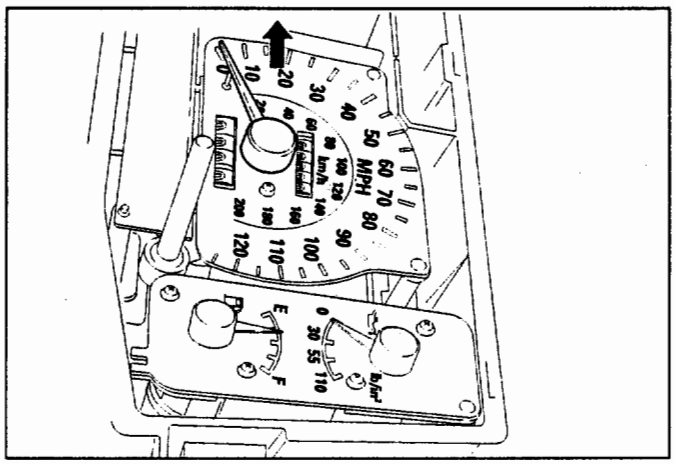

Fig. 8-352
- Lift the meter carefully to remove it. (Fig. 8-352).